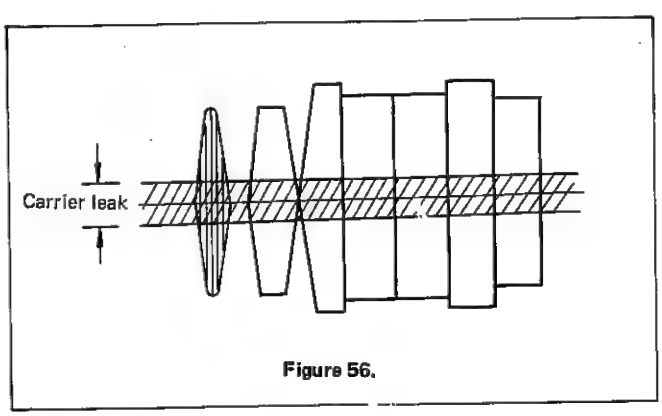

Figure 56.
3) Adjust R515 (CARR LEAK ADJ) to minimize carrier leak (see Figure 56).